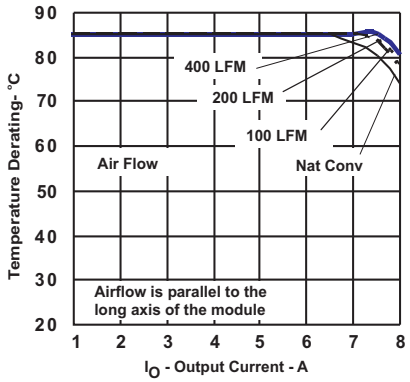

Figure 4.
(9) The temperature derating curves represent the conditions at which internal components are at or below the manufacturer's maximum operating temperatures. The airflow direction is parallel to the long axis of the module. Derating limits apply to modules soldered directly to a 100 mm x 100 mm double-sided PCB with 2 oz. copper. Applies to Figure 4.